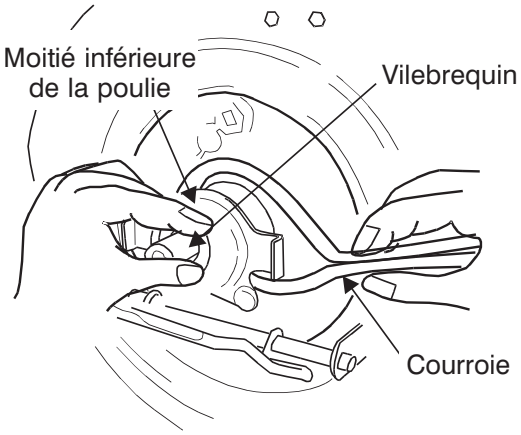

Figure 25
14. Soulevez la poulie inférieure et dégagez la courroie usagée du vilebrequin. Voir la Figure 25.
15. Placez la courroie neuve sur la poulie de transmission. Insérez la courroie dans la gorge de la poulie et faites tourner la poulie jusqu'à ce que la courroie soit bien assise dans la poulie de transmission. Voir la Figure 25.